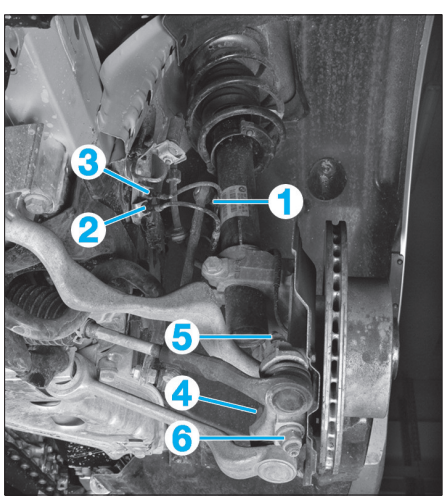
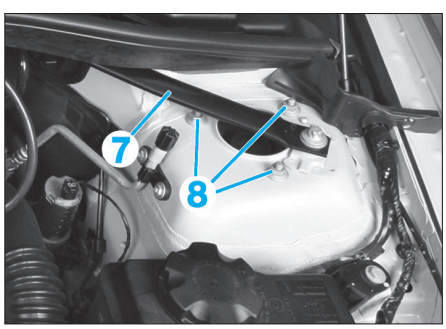

Fig. 7
Fig. 9
- l'écrou (1) puis désaccoupler la biellette de barre stabilisatrice de la jambe de suspension **(Fig.7)**
- le connecteur (2) du capteur d'ABS et débrider le câble de la jambe de suspension.
- le connecteur (3) du capteur d'usure de plaquette (coté gauche uniquement) et débrider le câble de la jambe de suspension.
- l'écrou (4) puis désaccoupler le bras transversal du pivot **(Fig.7)**.
- l'écrou (5) puis désaccoupler la biellette de direction du pivot.
- l'écrou (6) puis désaccoupler puis désaccoupler la barre de traction sur le pivot.
• Déposer la barre de renfort (7) **(Fig.9)**.